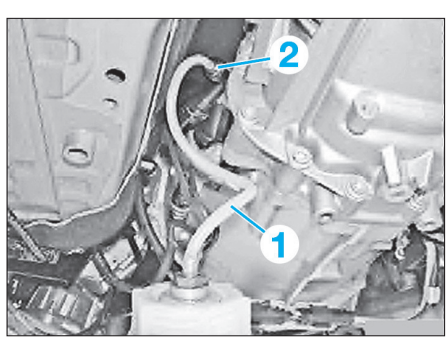

Fig. 26
• Brancher une durit (1) sur la vis de purge (2) reliée à un bac de récupération **(Fig.26)**.
- la vis de purge (2),
• Laisser ouverte la vanne jusqu'à ce que la durit (1) de récupération du liquide de frein soit exempt d'air.
• Fermer la vis de purge (2).